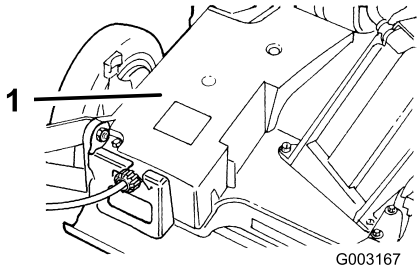

Bild 36
2. Entfernen Sie die Schrauben, mit denen die Riemenabdeckung (Bild 36) am Rasenmähergehäuse befestigt ist.